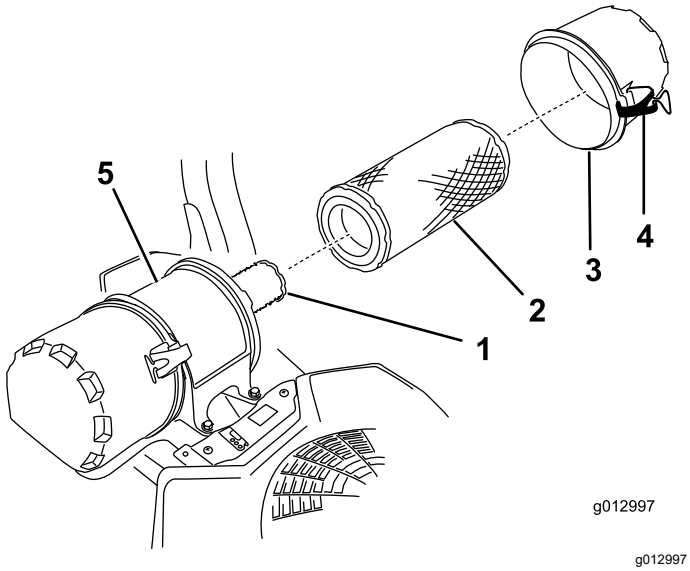

Figure 47
6. Ouvrez les dispositifs de verrouillage du filtre à air et détachez le couvercle du boîtier du filtre (Figure 47).
8. Sortez le préfiltre du boîtier du filtre avec précaution (Figure 47).
2. Si vous remplacez l'élément intérieur, insérez-le avec précaution dans le boîtier du filtre (Figure 47).
3. Placez ensuite le préfiltre sur l'élément de sécurité avec le même soin (Figure 47).
4. Remettez en place et verrouillez le couvercle du filtre à air (Figure 47).